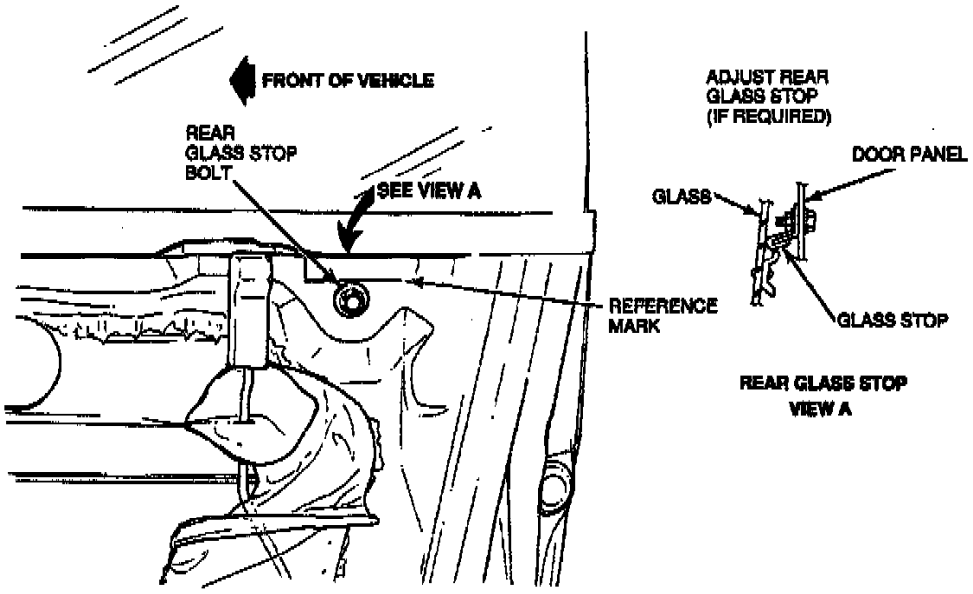

Figure 8 TB-2962-B
b. If adjustment is required, lower the door glass 25.4 mm (1") and make a reference mark on the door (Figure 8).